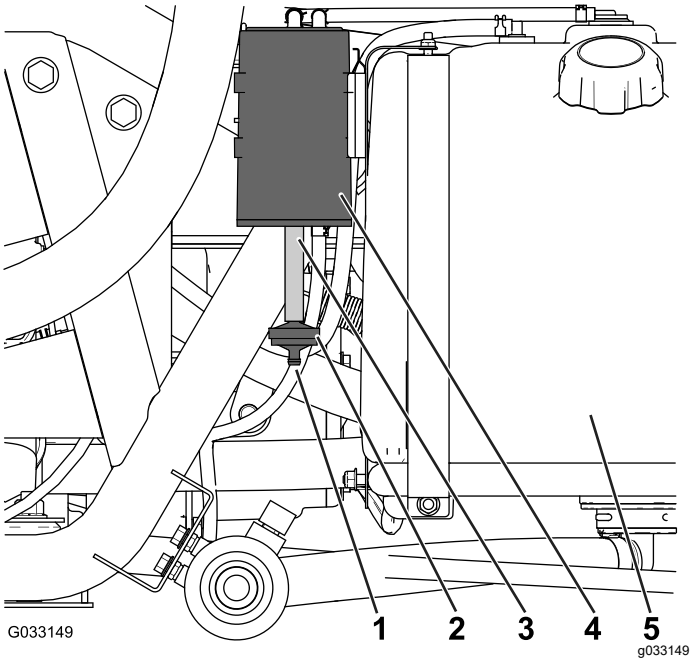

Figura 48
Compruebe el orificio de la parte inferior del filtro de aire del cartucho de carbono, y asegúrese de que está limpio y libre de residuos y obstrucciones (Figura 48).
1. Desconecte el acoplamiento dentado del filtro del cartucho de carbón de la manguera de la parte inferior del cartucho de carbono, y retire el filtro (Figura 48).